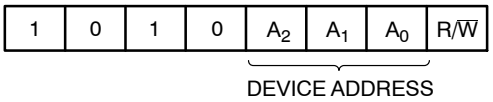

Figure 3. Slave Address Bits
The Master addresses a Slave by creating a START condition and then broadcasting an 8-bit Slave address. For the CAT24C64, the first four bits of the Slave address are set to 1010 (Ah); the next three bits, A_2, A_1 and A_0, must match the logic state of the similarly named input pins. The $R/\overline{W}$ bit tells the Slave whether the Master intends to read (1) or write (0) data (Figure 3).